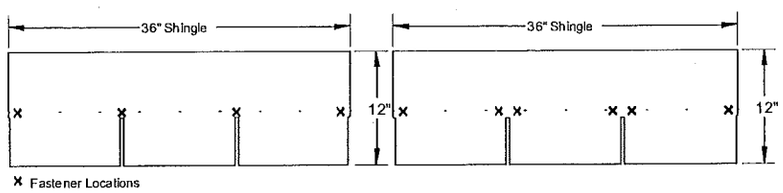

Figure 26. *Shingle fastener locations for Wind Zone I (left) and Wind Zones II and III (right).*
2. **Install shingles.** If shingles have been left off at the ridge line for site installation, install them now using 12 ga x 1-1/4" long, 3/8" diameter head roof nails. For Wind Zone I, fasten at 5/8 inch above each tab cutout slot and one at each end of the shingle one inch in from the edge (four fasteners for a three-tab shingle) (**Figure 26**). For Wind Zones II and III, use two fasteners 5/8 inch above and on either side of the tab slots and one at each end of the shingle one inch in from the edge (six fasteners for a three-tab shingle). Do not fasten through the shingle tar line.